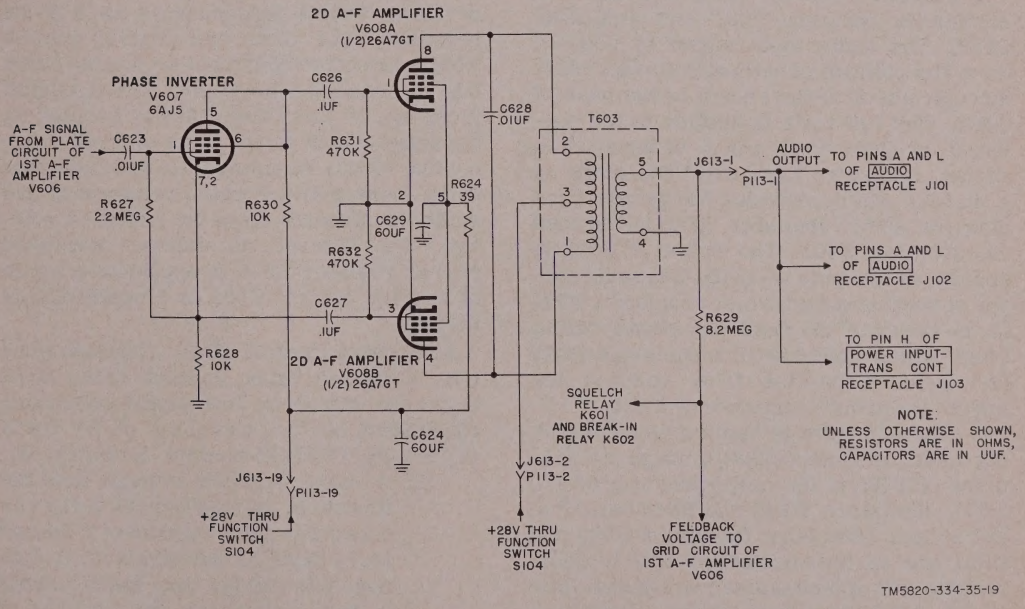

Figure 19. Phase inverter V607 and second audiofrequency amplifier V608, simplified schematic diagram.
(fig. 19)
25. Second Af Amplifier V608 (fig. 19)